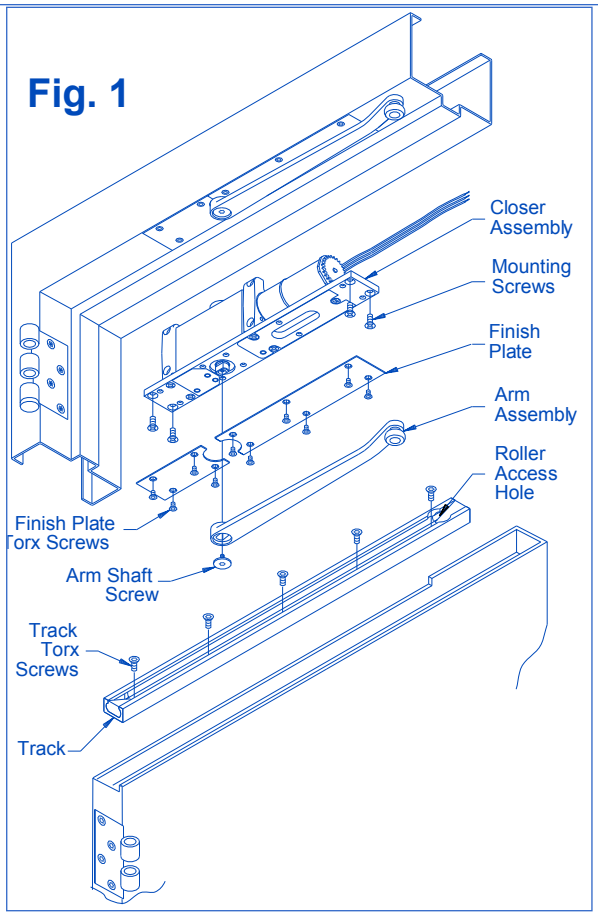

Fig. 4
3. Using an adjustable wrench, rotate door closer shaft approximately 90°. See Fig. 4. (R.H. - clockwise/L.H. - counterclockwise).